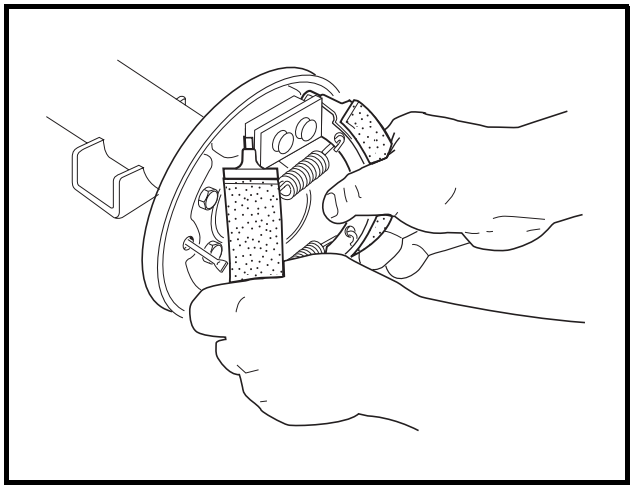

Figure 6-5 Remove Shoes
7. Grasp both brake shoes and pull them, with the springs, out of brake assembly **(Figure 6-5, Page 6-3)**.